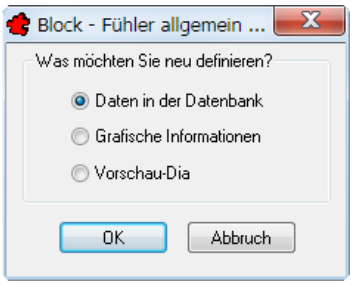

Bild 28.55 – Korrektur der Datenbankverknüpfung eines Blocks
- klicken Sie den betreffenden Block in der *Blockverwaltung* an und wählen aus dem Listenmenü der Blöcke *Neu definieren*. Wählen Sie im Dialogfeld *Block* die Option *Daten in der Datenbank* und bestätigen Sie (Abb. 28.55).